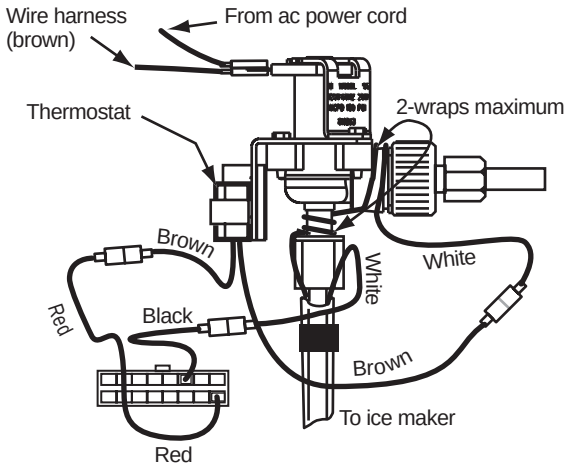

Figure 48. Solenoid water valve
The water valve, see Figure 48, is solenoid operated. This valve is located on the back of the cabinet on the bottom of the refrigerator The solenoid is supplied 120 Vac through the ice maker wire harness. Spring pressure maintains the valve shut when the solenoid is not energized.
3. Carefully wrap one white heater wire around the valve as shown in Figure 48. *Do not exceed two wraps at each point.*